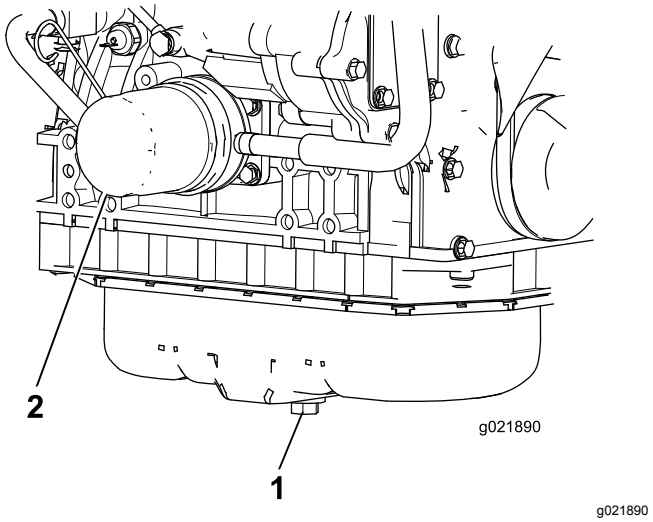

Figuur 83
1. Verwijder de aftapplug en laat de olie in een opvangbak lopen (Figuur 83).
3. Verwijder het oliefilter (Figuur 83).